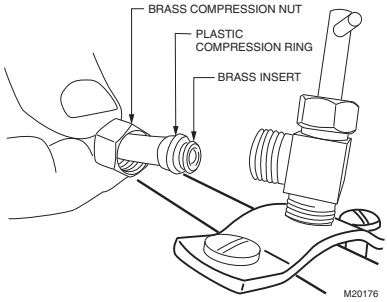

**Fig. 7. Installing feed tubing.**
**3.** Use 1/4 in. (6 mm) OD tubing and connect the saddle valve to the inlet side of the solenoid valveon the humidifier (see Fig. 7).